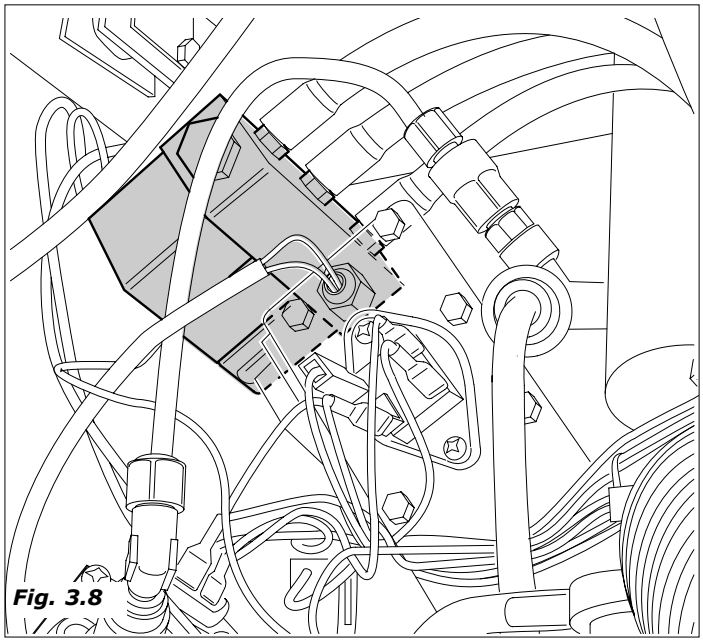
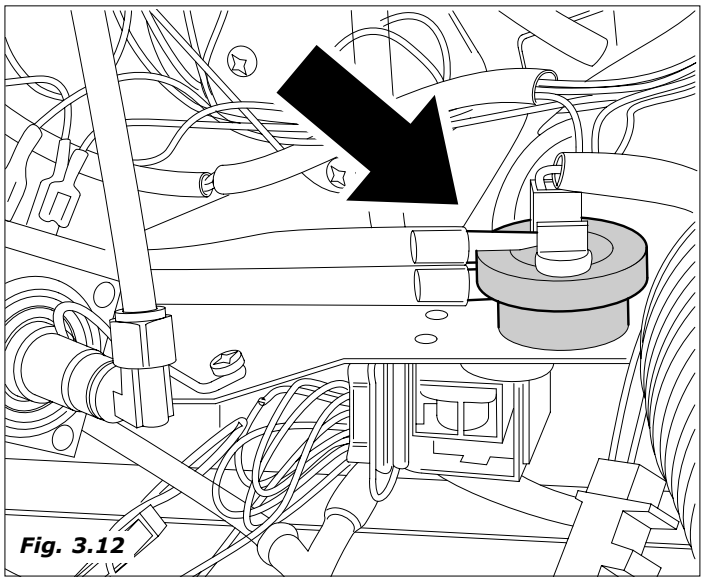

Fig. 3.8
Fig. 3.12
– a eletroválvula fixada sobre o tanque café ativa-se para introduzir no misturador a quantidade de água selecionada *(Fig.3.8);* ativa-se a bomba que distribue a quantidade de água selecionada, e controlada pelo aposito dispositivo eletronico (contador volumetrico), puxando no tanque café *(Fig. 3.12)*.
- ativa-se a bomba que distribue a quantidade de água selecionada, e controlada pelo apósito dispositivo eletronico (contador volumetrico), puxando pelo tanque café *(Fig.3.12)*